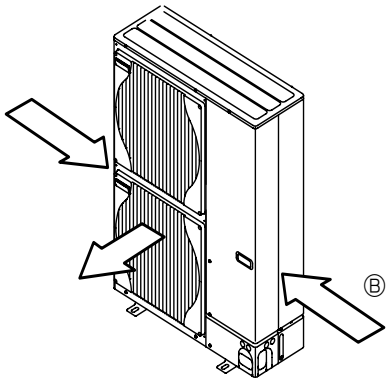

Fig. 2-5
③ По возможности разместите прибор так, чтобы воздух из выходного отверстия выдувался в направлении, перпендикулярном к сезонному направлению ветра. (Fig. 2-5)